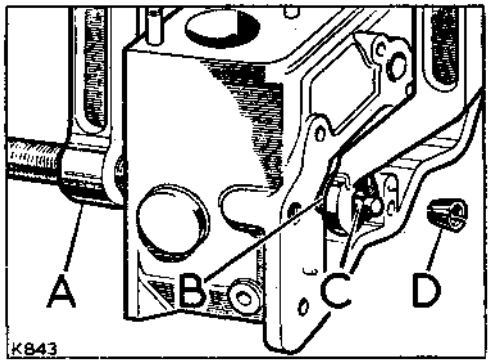

**Fig. A2-86. Valve assemblies removal**
3. Fit the valve springs and spring caps and, using the special tool, Part No. 276102, compress the springs and fit the split cones to the valve stem waists, Fig. A2-86 refers.